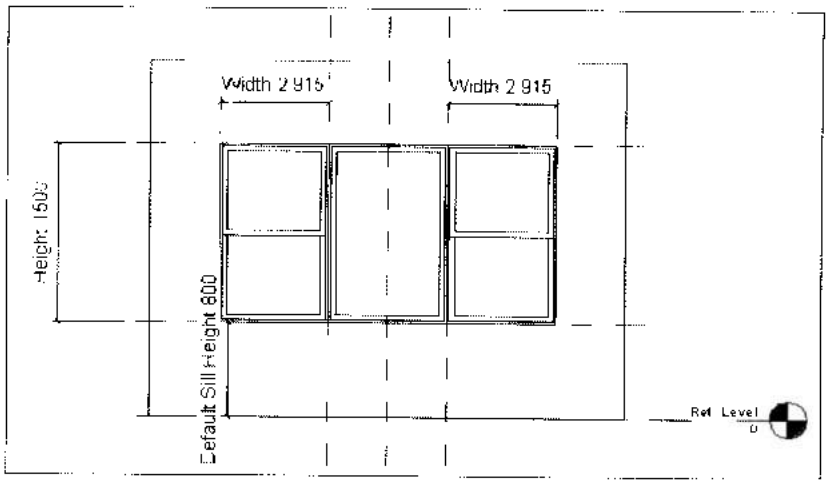

Рис. 18.20. *Связывание размеров боковых окон с размерами центрального окна*
6. Повторить пункты 4 и 5 для правого окна. Теперь высота и ширина боковых окон будут равны ширине и высоте центрального окна (рис. 18.20).